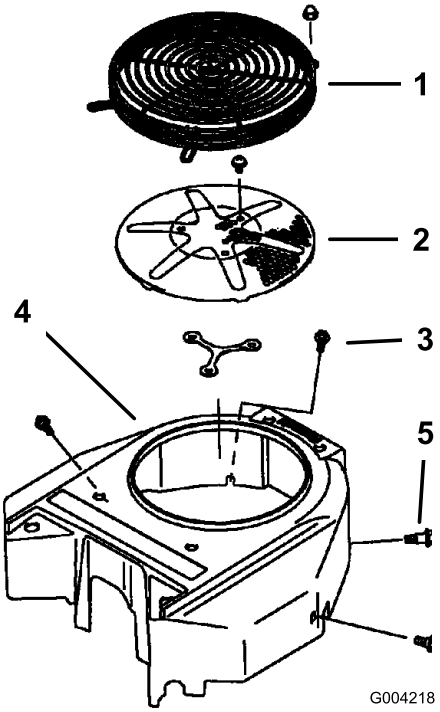

Figure 61
3. Enlevez la grille d'entrée d'air et le boîtier du ventilateur (Figure 61).
5. Remettez la grille d'entrée d'air, le lanceur et le boîtier du ventilateur (Figure 61).